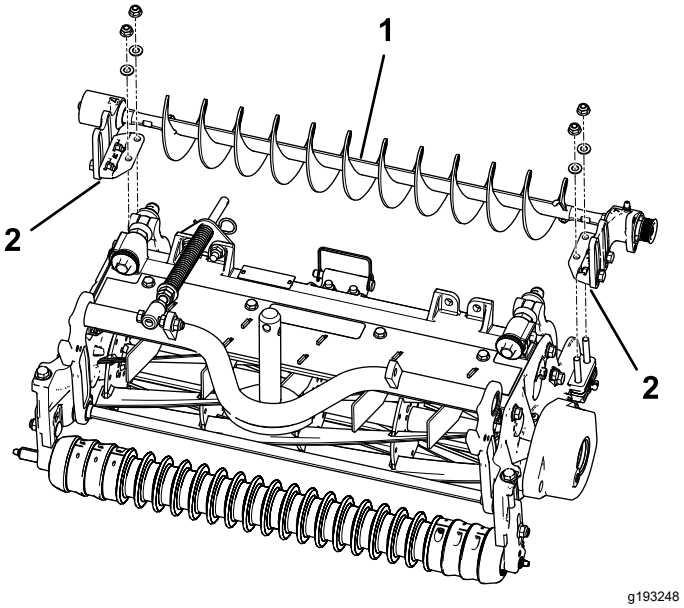

**Figur 10**
4. Sätt rullborstenhetens vänstra eller högra monteringsfäste på rullfästets skruvar (Figur 10).